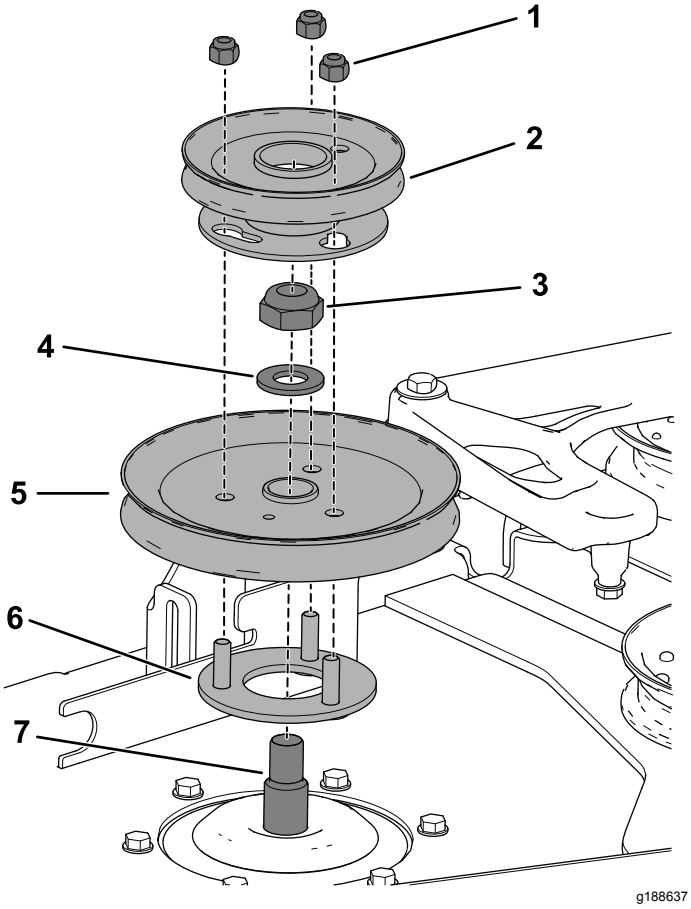

Rysunek 12
A. Przełóż gwintowane kołki mocowania koła pasowego przez otwory w kole pasowym podwozia (Rysunek 12).
B. Za pomocą odłożonych wcześniej nakrętki (¾ cala) z podkładką, zamocuj koło pasowe podwozia do wału wrzeciona (Rysunek 12).
D. Nałóż koło pasowe dmuchawy na kołki gwintowane i luźno przykręć nakrętkę zabezpieczającą (Rysunek 12).